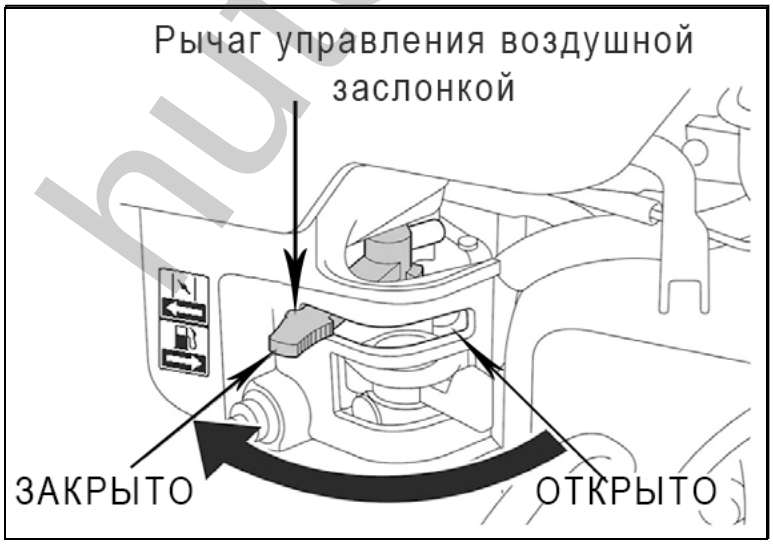

Рис. 12. Рычаг управления воздушной заслонкой.
2. Закройте воздушную заслонку карбюратора. Для этого переведите рычаг управления воздушной заслонкой в крайнее левое положение (Рис.12).